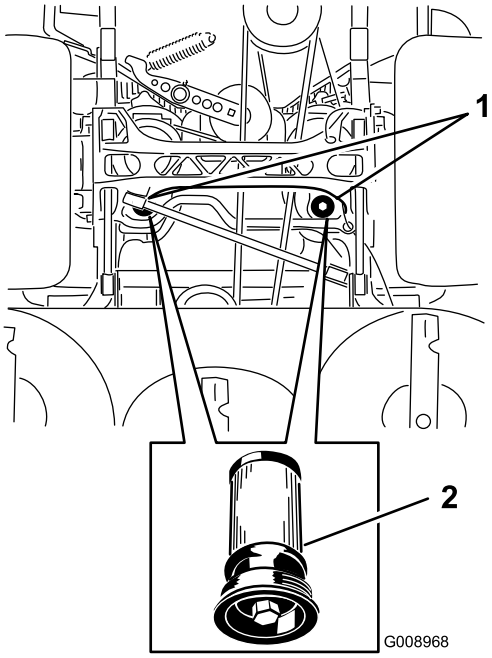

**Figure 83**
5. Placez un bac de vidange sous le filtre, retirez le filtre usagé et essuyez la surface (Figure 83).
6. Appliquez une fine couche d'huile hydraulique sur le joint en caoutchouc du filtre de rechange (Figure 83).